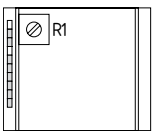

Rys. 3
- Podłączyć miernik napięcia do wyjścia L84 i do potencjału 0 V i obracać trymer lampy R1 (patrz rys. 3), aż stan sygnału wyjścia L84 zmieni się z 0 V na 24 V.